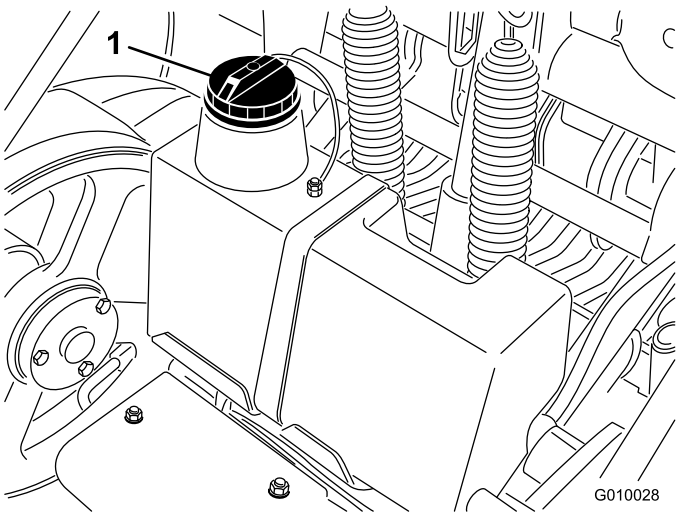

Figura 19
3. Limpe a zona em redor do tubo de enchimento e da tampa do depósito hidráulico (Figura 19). Retire a tampa do tubo de enchimento.